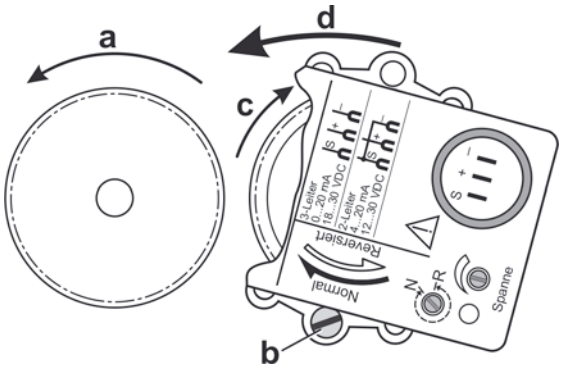

Fig. 5: Montagem do indicador de posição com mola de retorno
1. Deslocar o atuador na posição final, a partir da qual o indicador de posição será movido no sentido horário (direção "normal") (fig. 5, pos. **a**).